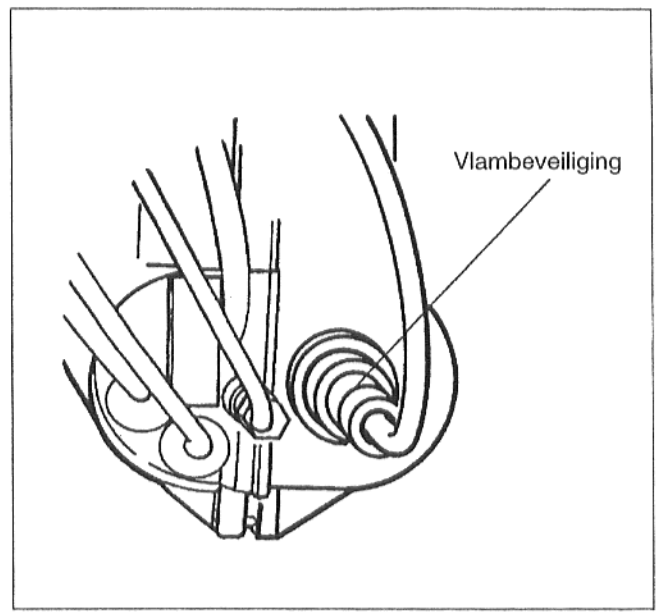

Afb. 8
- Vlambeveiliging bij werkende brander uit de houder trekken (afb. 8).